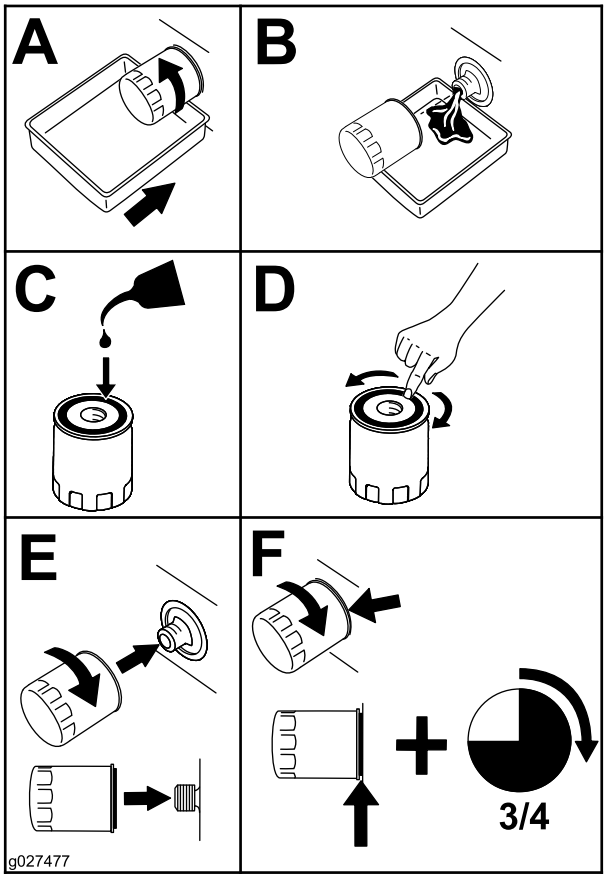

Figur 38
4. Skift ut oljefilteret (Figur 38).